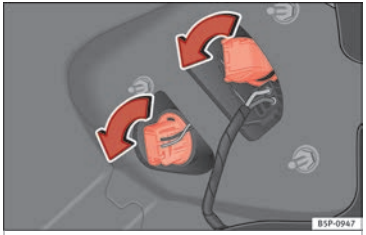

Fig. 190 Lights on the vehicle body.
– Turn the bulb holder to the left ››› **Fig. 190**.